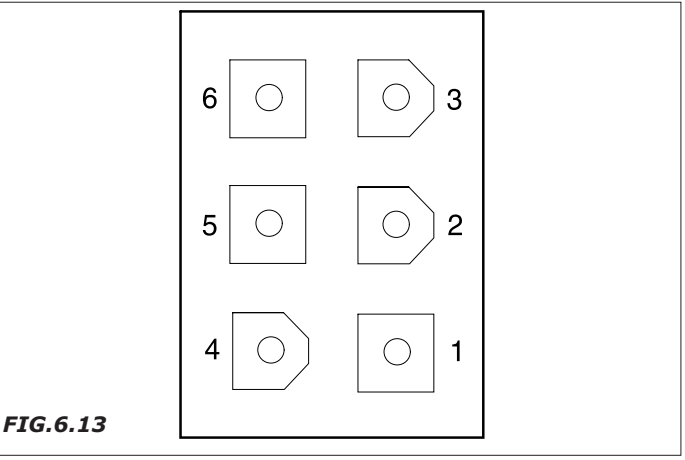

FIG.6.13
6.6.4 Conexión para cajetín MDB (Fig. 6.13)